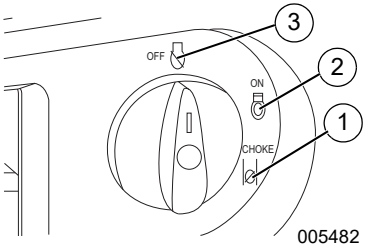

***Figura 3-2. Posiciones de apagado/marcha/cebado***
1. Consulte la *Figura 3-2*. Gire el interruptor de apagado/marcha/cebado a la posición CHOKE (Cebado) (1).
4. Consulte la *Figura 3-2*. Cuando el motor arranque, gire el interruptor de apagado/marcha/cebado a la posición RUN (2). El cebador reduce su funcionamiento a medida que el interruptor de apagado/marcha/cebado se gira hacia la posición RUN.
3. Consulte la *Figura 3-2*. Gire el interruptor de apagado/marcha/cebado a la posición OFF (3).
1. Consulte la *Figura 3-2*. Gire el interruptor de apagado/marcha/cebado de la posición OFF a la posición RUN. De esta manera se abrirá la válvula de combustible y el motor arrancará.